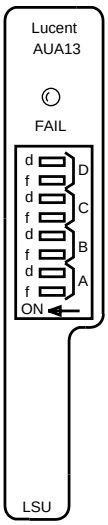

**Figure 2 – AUA13 Line Switch Unit Faceplate**
6. Set all eight force (**f**)/deny (**d**) switches on **LSU** faceplate to off (right-hand side) position (Figure 2).